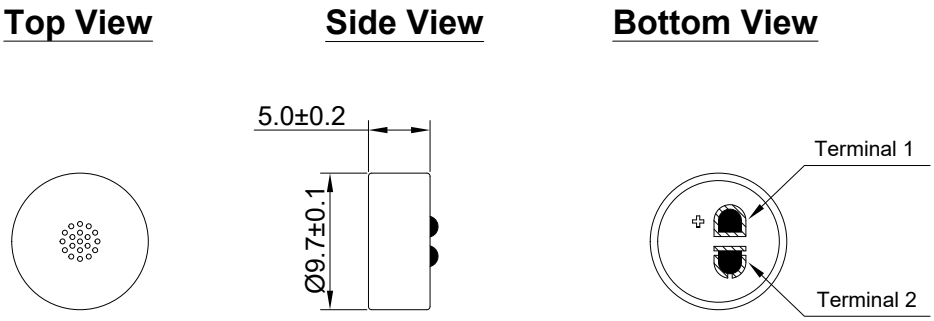

Figure 4. HBO1003D-44/1134 Mechanical Layout
4.3.1. Layout and Dimension : See section 6, figure 4